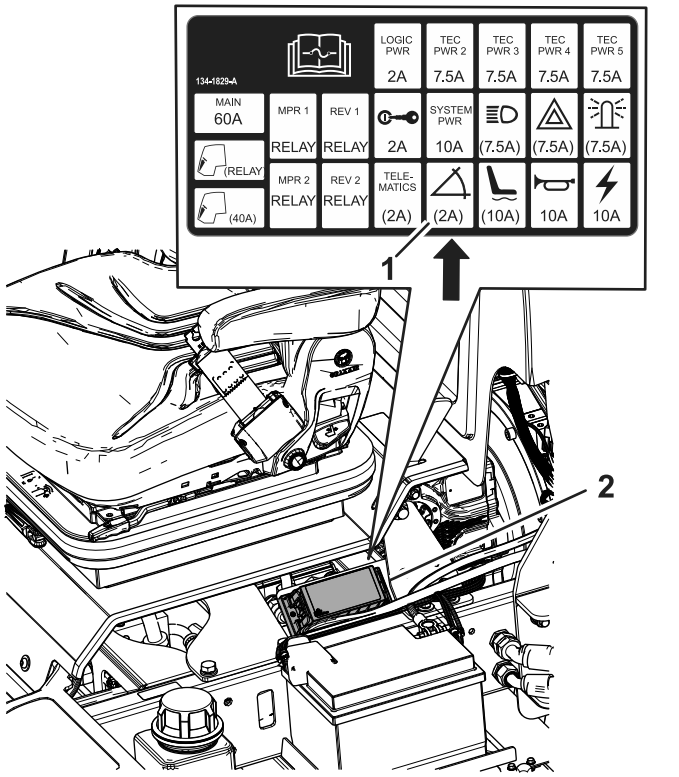

Figura 4
4. Retire la cubierta del bloque de fusibles e instale el fusible en la ubicación mostrada en la Figura 4.